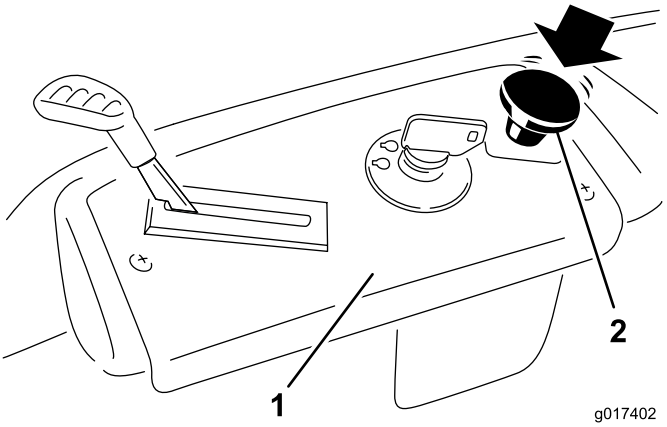

Figur 11
2. Koppla ur knivarna genom att ställa in knivreglaget på Av (Figur 11).